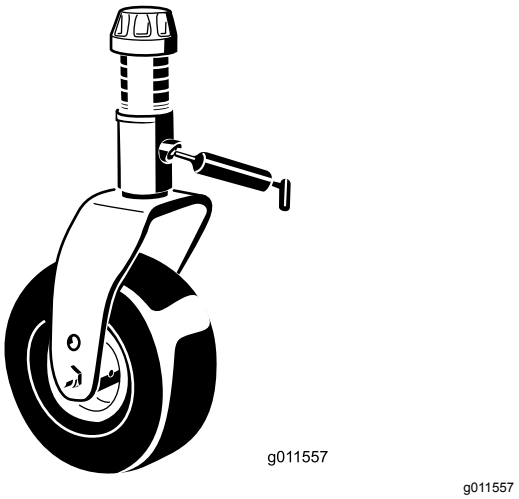

Figur 70
- Bussning på hjulgaffelns axel (1) (Figur 70)
- Mellandrevsarmens vridfästebussningar (1) (på mellandrevsarmen)